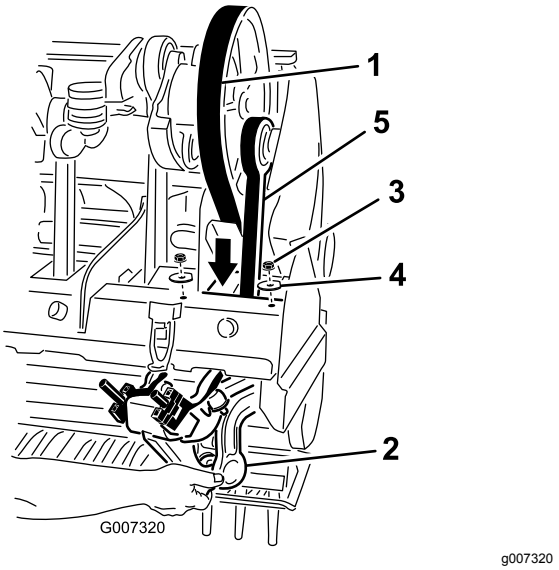

**Figur 39**
5. Lossa och ta bort de två låsmuttrarna och brickorna som låser fast motviktssystemet Rotalink vid stamparm 1 (Figur 39).
7. Dra ner drivremmen genom luftarhuvudsramen och runt den nedre änden av stamparm 1 (Figur 39).